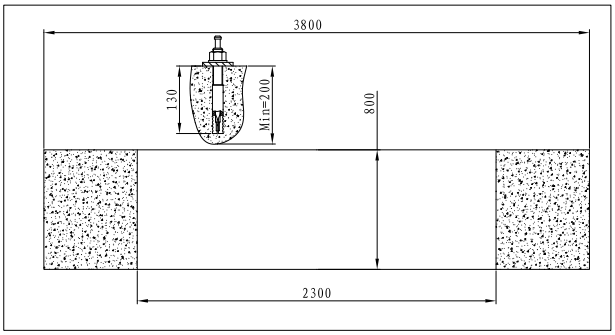

Fig. 28
• Poser les vis conformément à la fig. 28.